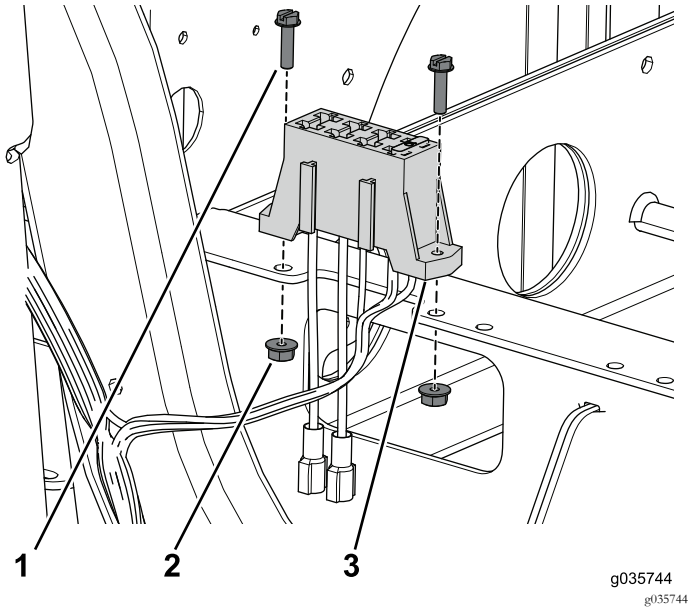

Figura 83
3. Utilize os dois parafusos e porcas que prendem o bloco dos fusíveis ao tabuleiro da bateria dianteiro (Figura 83).